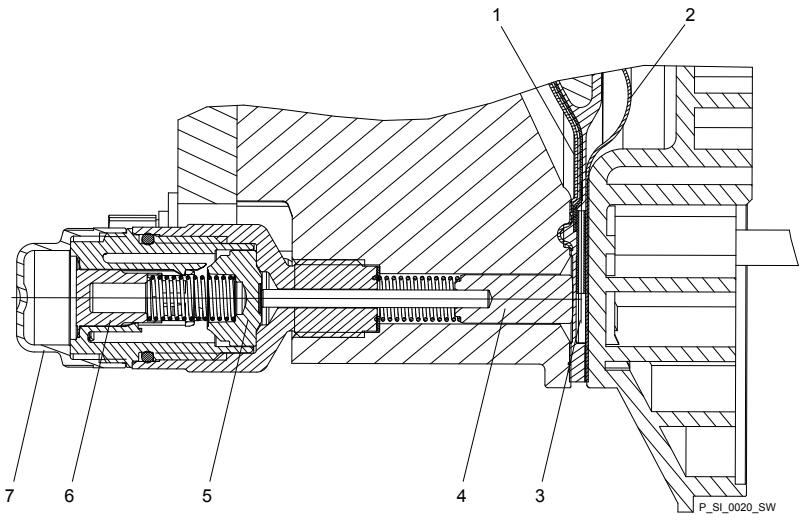

Fig. 35: Section through the Sigma diaphragm rupture warning system ("Visual break indicator" version)
2. If the piston of the diaphragm rupture sensor - see Fig. 35, item 4 - should have become dirty or damp, clean both it and the hole in which it runs.